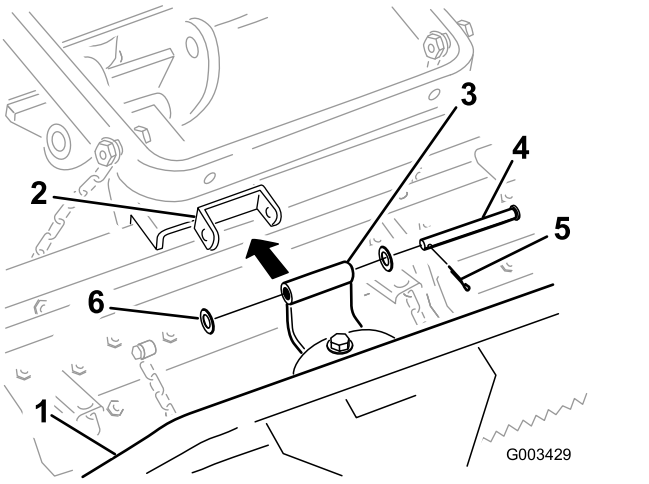

Figur 4
2. Monter aksebeslaget på riven som vist i Figur 4.